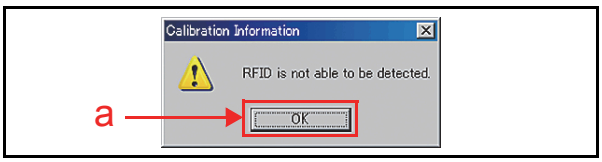

Figure 6-38 Calibration Information Screen 1
*NOTE: If the "*Check RFID*" Check-box shown in Figure 6-37a is un-checked, the "***Calibration Information***" Screen shown in Figure 6-38 will not appear. When present, Mouse-Click on the "*OK*" Screen Button to begin the Calibration Procedure.*